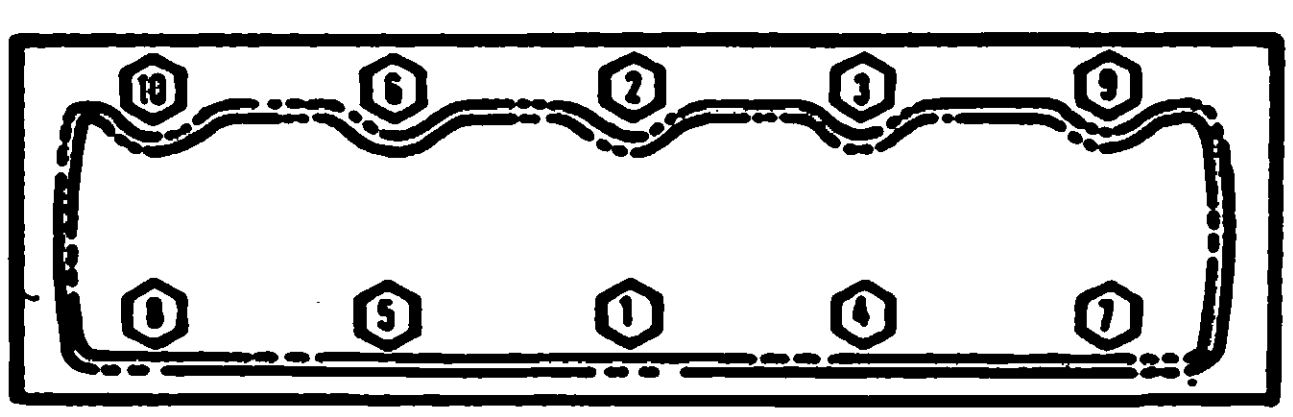

Fig. 1B-26 Cylinder Head Tightening Sequence
(4) Tighten cylinder head bolts in steps following sequence depicted in figure 1B-26. The final torque is 92 foot-pounds (125 N•m).
(5) Install push rods, rocker arm assemblies and cylinder head cover. Tighten rocker arm capscrews with 20 foot-pounds (27 N•m) torque. Refer to Cylinder Head Cover for procedure.